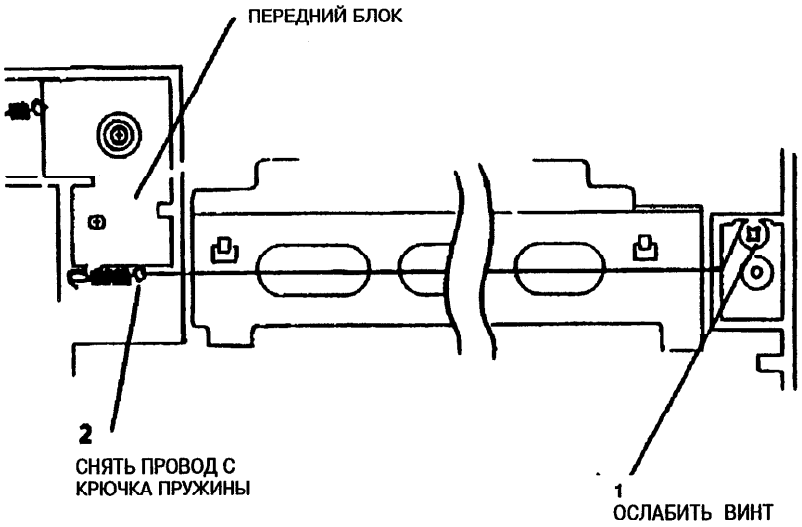

Рис. 1. Снятие нити коротрона переноса
2. (Рис. 1): Ослабить винт и снять нить коротрона.